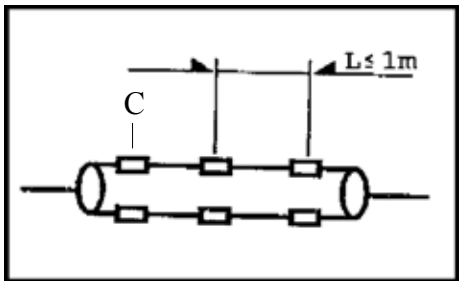

Figure 4
E. Mounting clips, suction cup should be evenly spaced and both be a maximum of 1M apart.(Figure 4)